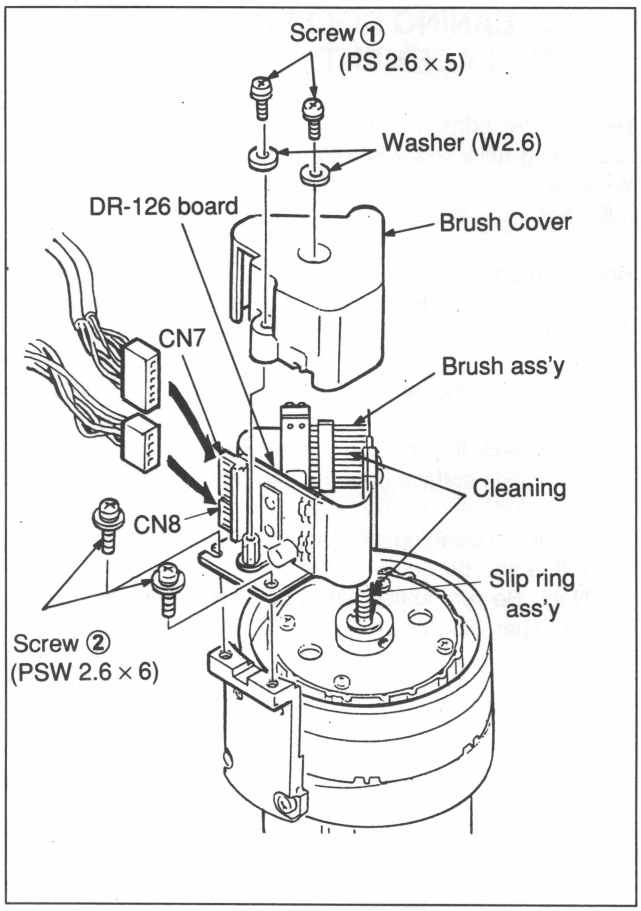

Fig. 7-4-5 Brush Ass'y Installation
5. Brush Ass'y Installation (Refer to Fig. 7-4-5.)
(1) Clean the tip of the brush with dry cloth. (Fig. 7-4-5)
(2) Install the brush ass'y with two of screw ②. (Fig. 7-4-5)
(3) Turn the upper drum counterclockwise using fingers and confirm the following:
① The brush is placed in the grooves of the slip ring.
② There is no abnormal sound during upper drum rotation.
(4) Connect connectors CN7 and CN8 on DR-126 board. (Fig. 7-4-5)
6. Brush Cover Installation (Refer to Fig. 7-4-5.)